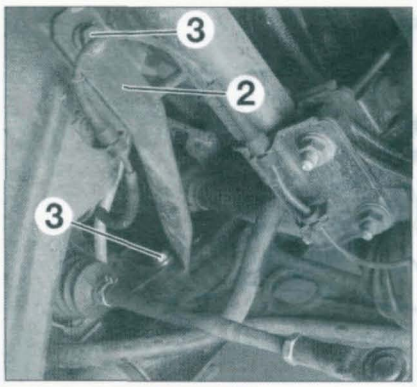

Figure 5-2
• Du côté droit, déposer le tirant (2) en dévissant les vis (3) **(figure 5-2)**.